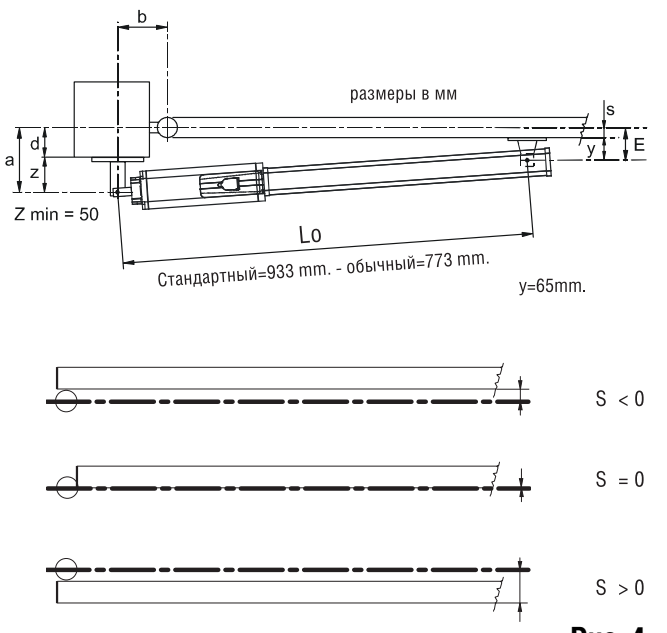

Рис. 4
- исходя из размеров узла привода, минимальный размер Z должен составлять 50 мм (Рис. 4);